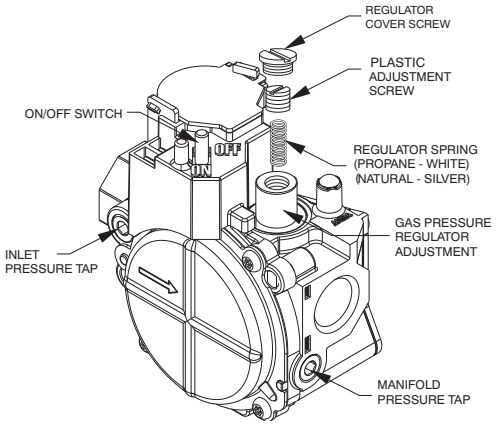

Fig. 13 - Single-Stage Gas Valve
1. Remove regulator cover screw over plastic adjustment screw on gas valve (See Fig. 13).
2. Turn plastic adjustment screw clockwise to increase gas input, or turn plastic adjustment screw counterclockwise to decrease input (See Fig. 13). Manifold pressure must be between 3.2 and 3.8 IN. WC.
3. Replace regulator cover screw on gas valve (See Fig. 13).